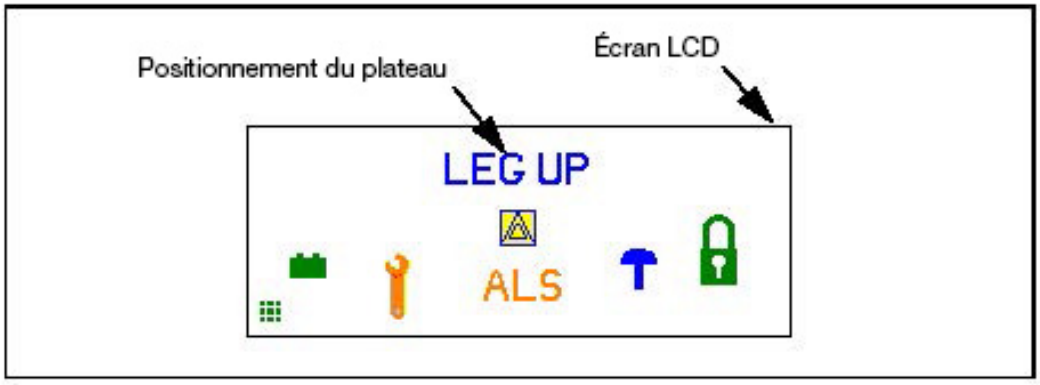

Figure 4-12. Écran LCD de la commande manuelle
1. Positionner la section du siège du plateau à l'horizontale en appuyant sur le bouton LEG UP (Relever appui-jambes) sur la commande manuelle (consulter la *Figure 4-12* sur la commande manuelle), se reporter à la section Commande manuelle principale ou Commande manuelle universelle (guide de l'utilisateur) si besoin.